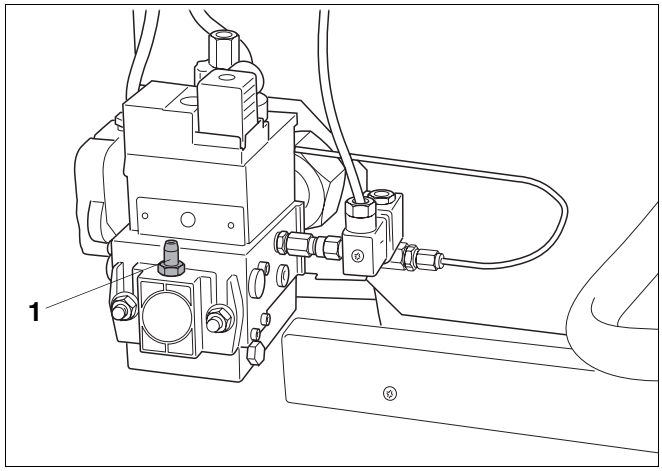

Afb. 23 Gasarmatuur
- Draai de afsluitschroef van de controlenippel (afb. 23, **pos. 1**) twee slagen los.
- Plaats de meetslang van de U-buis-manometer op de controlenippel (afb. 23, **pos. 1**).